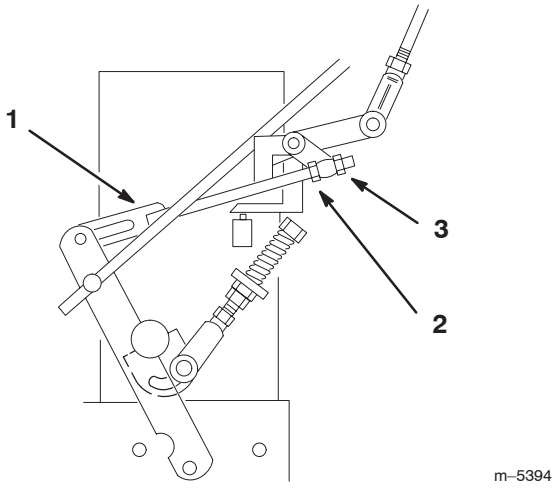

Figure 50
8. Loosen the front nut on left hydro control linkage as shown in figure 50.
9. Turn the left rear adjusting nut counter–clockwise until wheel rotates forward (Fig. 50).
10. Turn the rear adjusting nut clockwise 1/4 of a turn at a time. Then move the speed control lever forward and back to neutral. Repeat this until left wheel stops rotating forward (Fig. 50).